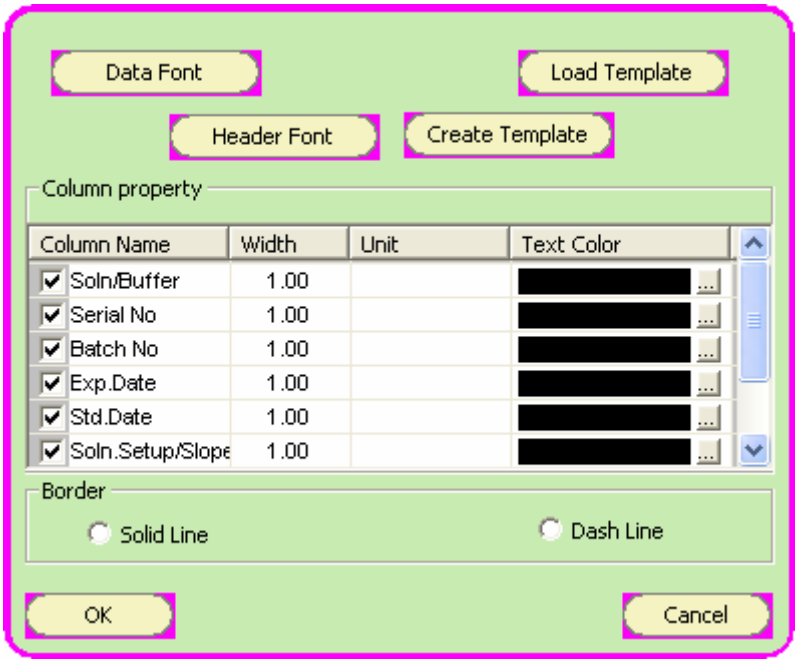

Figure 43 : Formatting data
1. Right-click on block of data which you wish to format. A dialog box appears (Figure 43)